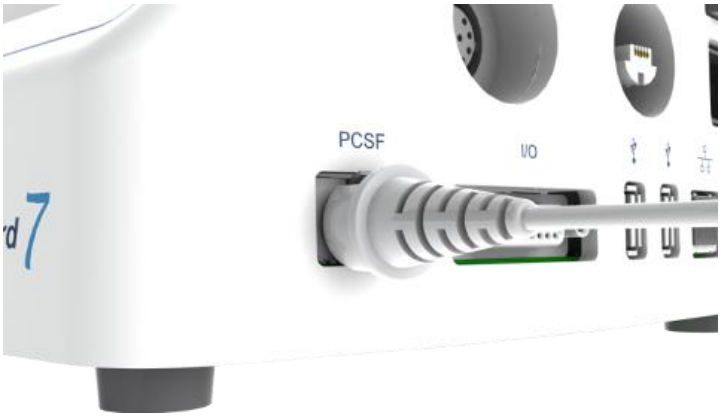

Abbildung 16: Anschließen des Schlauchsets an den ***LiquoGuard®7***.
1. Schließen Sie das Sensorkabel des vorbereiteten Schlauchsets an den ***LiquoGuard®7*** an (siehe *Abbildung 16*).